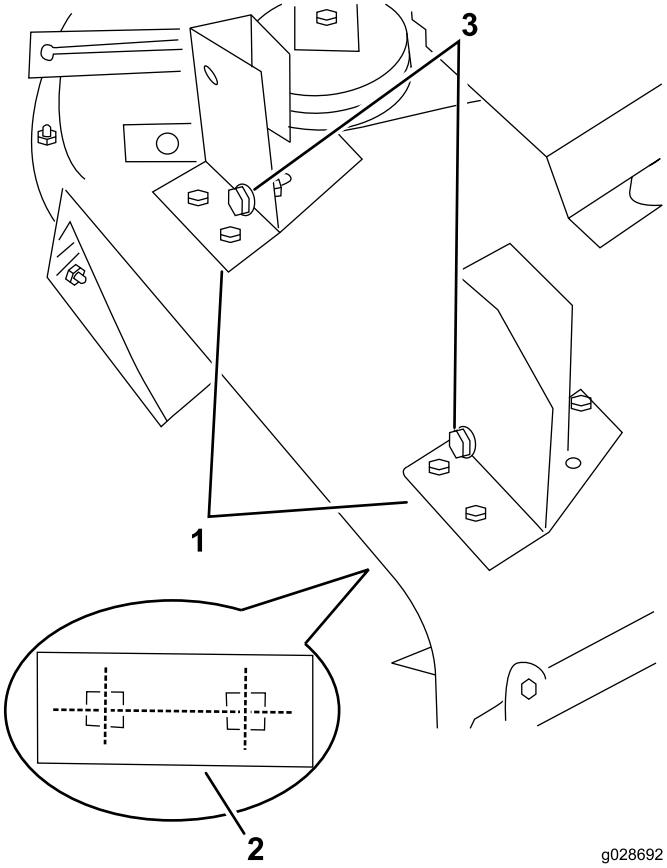

Figur 11
1. Placer blæseren og monteringsbeslagene på skjoldet, så monteringshullerne rettes ind efter de huller, der blev anvendt tidligere til montering af græsdeflektoren (Figur 11).
2. Sørg for, at der ikke er et gnistgab mellem blæseren og klippeskjoldet, mens du fastgør hvert beslag til skjoldet med en beslagsplade (Figur 11), to bræddebolte (5/16–18 x 3/4 tomme) og to låsemøtrikker.
9. Skub blæseren på monteringsbeslagets justeringsbolte (Figur 11), samtidig med at remmen føres rundt om blæserens remskive.